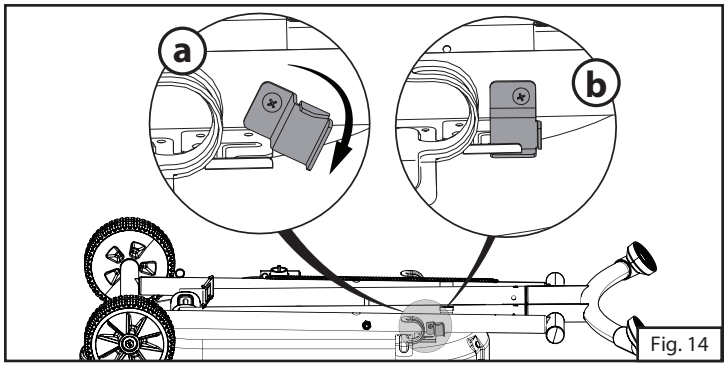

Fig. 14
15. Rotate the leg locker clockwise into slot to secure legs. (Fig. 14)